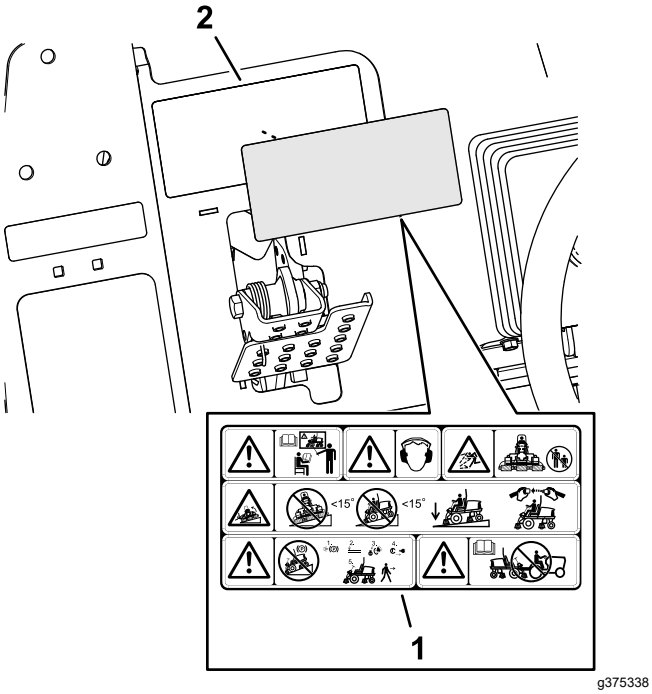

Figur 39
1. Använd tvättsprit och en ren trasa för att rengöra ytan på varningsdekal 133-2930 och låt sedan dekalen torka (Figur 39).